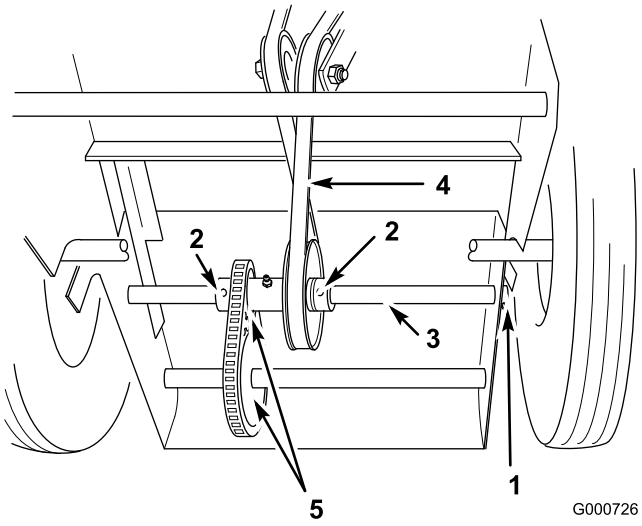

Bild 37
14. Entfernen Sie den Splint aus dem Ende der Fahrantriebswelle, lockern Sie die Stellschrauben in beiden Kränzen und klopfen die Welle weit genug nach links, um den neuen Riemen anbringen zu können (Bild 37).
15. Legen Sie den Treibriemen um die Riemenscheibe an der Antriebswelle (Bild 37).
Wichtig: Der Riemen muss wie unter Bild 37 dargestellt montiert werden, sonst läuft der Fahrantrieb rückwärts.
16. Bringen Sie die Welle wieder in ihre ursprüngliche Stellung zurück und befestigen Sie die Kränze mit den Stellnschrauben und die Welle mit dem Splint (Bild 37).
17. Stellen Sie sicher, dass die Zahnräder einwandfrei ausgefluchtet sind (Bild 37).